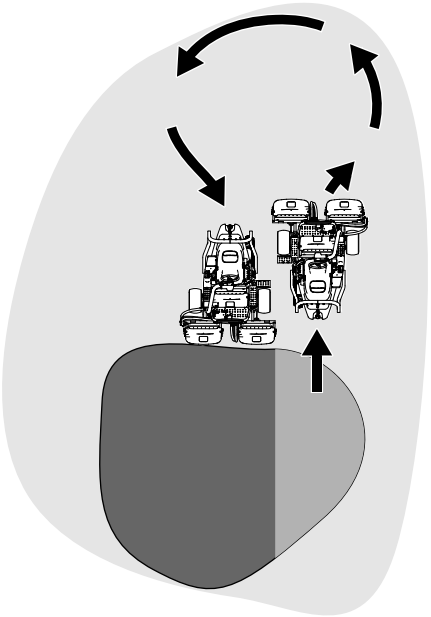

Figuur 25
6. U kunt de werktijd bekorten en de machine eenvoudiger voor de volgende maaibaan opstellen door de machine een ogenblik in de tegenovergestelde richting te draaien en daarna in de richting van het ongemaaide deel. Met zo'n druppelvormige bocht (Figuur 25) kunt u de machine snel in positie brengen voor uw volgende maaibaan.